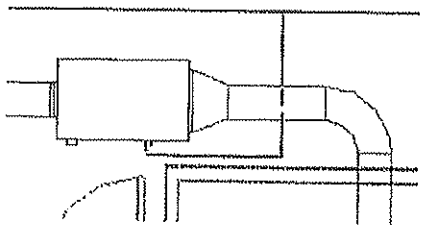

Figure 9–39
7. Zoom back into the second AHU. Start a pipe from the Hydronic Return control on the back of the AHU. Before drawing the pipe in the Options Bar, change the *Offset* to **2850mm.** This is needed for the pipe go below the return duct. Draw the pipe as shown in Figure 9–39. When you select the intersection of the main horizontal pipe, the program automatically creates the fittings needed to return the pipe to the correct height.